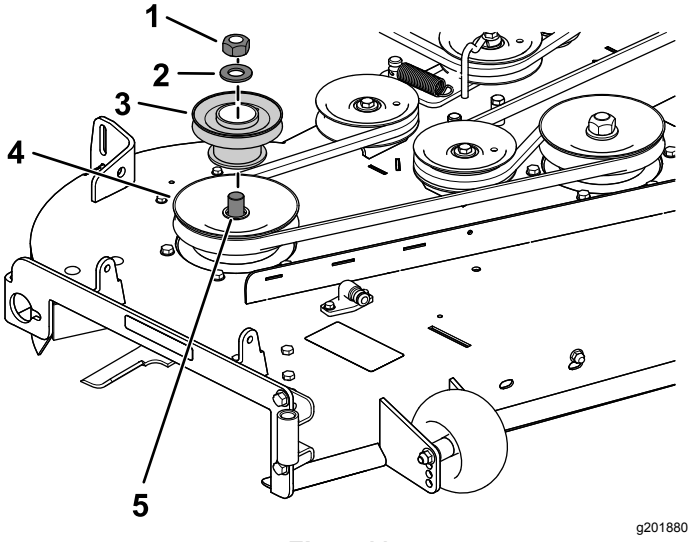

Figur 11
2. Montera remskivemonteringen på klippdäckets högra remskivemontering med den tidigare borttagna muttern och brickan (Figur 11).